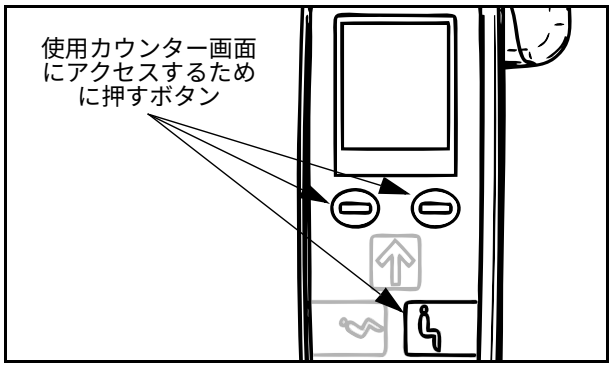

図 2
2. ハンドセットを使用して、ディスプレイのすぐ下にある両方のボタンと、DPS の 「上体を起こす」ボタンを同時に押し下げます （図 2 を参照）。ボタンを押したまま、電源ボタンでユニットの電源を入れ、ボタンをさらに 3 秒間、またはビープ音が 3 回連続して聞こえるまで押し続けます。